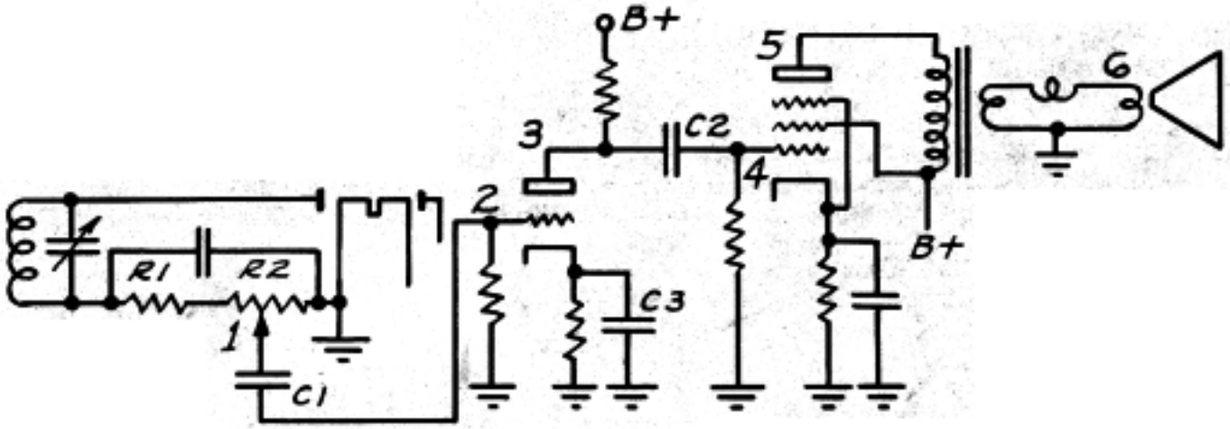

Figure 25
TESTING INOPERATIVE (DEAD) RECEIVERS—A typical detector-audio system is shown in Figure 25. After the signal has been traced to the detector with the RF-AF Channel, the audio signal should first appear across R1 and R2. The normal path of the audio signal follows in numerical order from "1" to "6."
1. Again referring to Figure 25, adjust the "AF" level control for maximum sensitivity by turning the knob to "1" and the multiplier switch to "0.1."
1. Adjust the "AF" level control for maximum sensitivity and place the AF probe (green cable) on "1" (Figure 25). Keep the signal generator output low to avoid overloading any stage under test. If distortion is noted at "1," check R1 and R2. An appreciable increase in resistance of either causes distortion. Also check the by-pass condenser and connections.
CHECKING POOR GROUND CONNECTIONS—Defective ground connections are readily located by following the usual signal tracing procedure. When the cause of unsatisfactory performance has been localized to one particular stage, checking each component at the point where it connects to ground, will tell whether or not a poor ground connection exists. Referring to Figure 25, let us assume that an audio voltage is discovered at the point where C3 joins the cathode of the amplifier tube. If C3 were functioning properly, this audio signal should be by-passed to ground, and therefore, no signal (or a very weak one) should be present at this point. When a strong signal is present, the condenser C3 is not doing its job. Perhaps it is open; perhaps also the ground connection is open. In either case, C3 will not function. Place the AF probe (green cable) on the ground lead from C3. If the signal is present at this point, the condenser is not open; the ground connection is defective; therefore, the signal is not by-passed to ground.